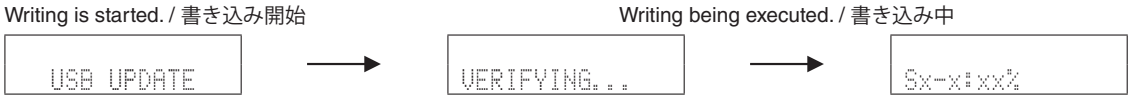

Fig. 2
3. USB UPDATE モードが起動し、“USB UPDATE” が表示されて、ファームウェアの書き込みが自動的に開始されます。（Fig. 2）